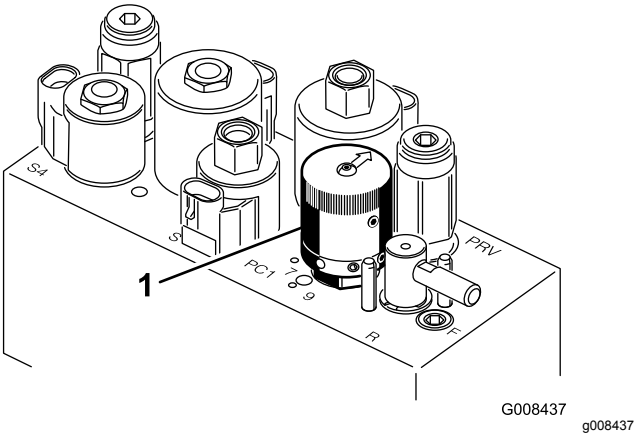

Figur 29
4. For å stille inn spolehastigheten, vri knotten (Figur 29) til indikatorpilene er i linje med antallet som angir ønsket innstilling.